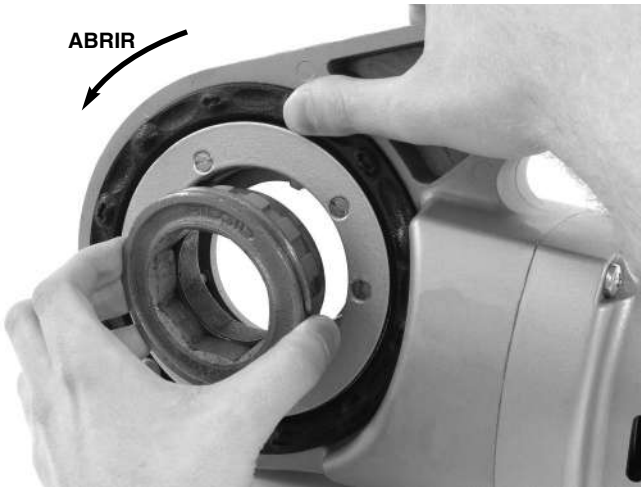

Figura 8 – Montaje del adaptador en la máquina 690-I
b. Si se necesita el adaptador, colóquelo en la máquina 690-I *(Figura 8).*